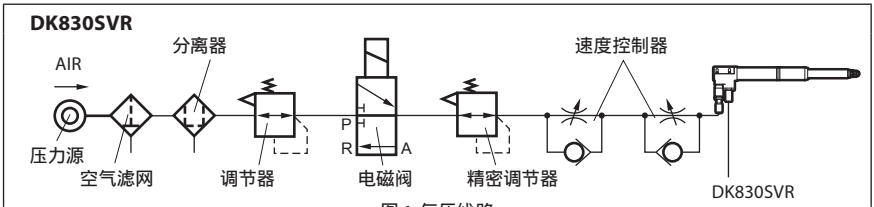

图 1. 气压线路
- 经由空气安装口进行测定元件操作时, 使用图 1 所示的气压线路构成可以实现空气驱动。 适当的空气压力约为 0.1±0.01 Mpa, 但是需要根据被测物的硬度、测量时测量单元行程的位置和其它因素调节压力控制。控制压力时, 请使用精密调节器 (例如: SMC 制 IR2010 等同产品)。
- 主轴的伸出速度过快时, 有可能在接触工件的瞬间出现错误表示。用力过度可能会使軸承內的保持架移动, 减小测量范围。这种情况下, 请按照图 1 所示通过速度控制器调整主轴速度。